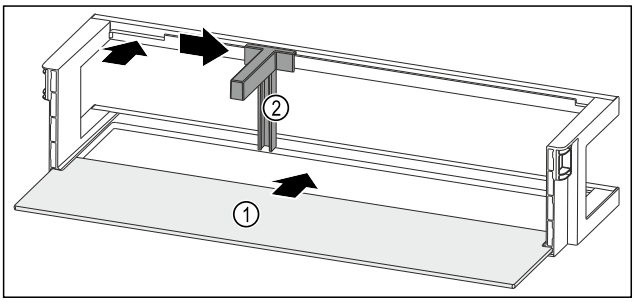

Fig. 99 Door rack with shelf
▶ Push the shelf *Fig. 99 (1)* into the side recesses.
▶ Insert the bottle holder *Fig. 99 (2)* in the recess.
▶ Push the bottle holder *Fig. 99 (2)* to the desired position to the side.